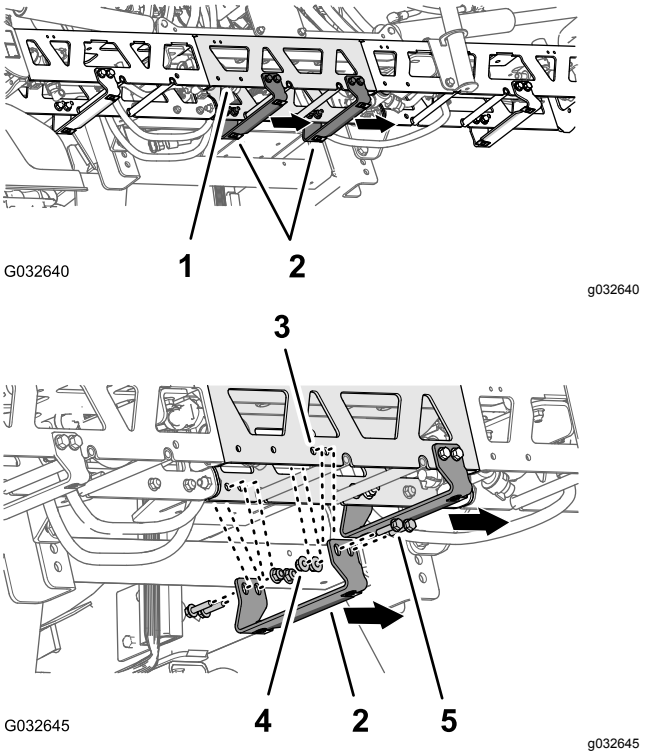

**Figur 184**
2. Ved udvidelsen til midterbomsektionen findes de 2 par huller i den lodrette front på afstiverstellet med en hulafstand på 25 mm (Figur 184).
3. Juster hullerne i støttebeslaget (Toro-delnr. 131-3703-03) efter hullerne i forlængeren til midterbomsektionen, som du identificerede i trin 2, med beslagets brede flange til venstre. Se Figur 184.
4. Monter støttebeslaget på afstiverstellet (Figur 184) med fire flangehovedbolte (3/8 x 1-1/4 tomme – Toro-delnr. 110-5050) og fire flangelåsemøtrikker (3/8 tomme – Toro-delnr. 104-8301).